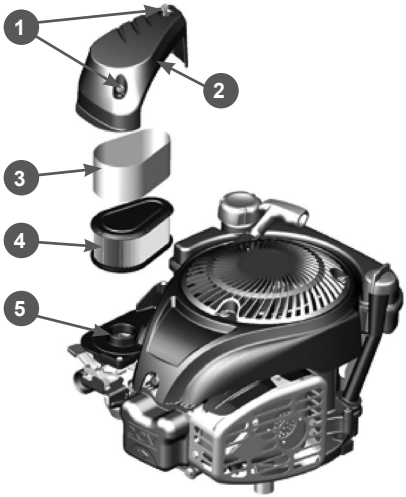

Рис. 14 Обслуживание воздушного фильтра
1. Открутите винты 1 и снимите крышку 2 воздушного фильтра (Рис. 14).
2. Снимите с корпуса 5 воздушный фильтр в сборе (Рис. 14).
3. Снимите поролоновый фильтрующий элемент 3 с основного бумажного элемента 4 (Рис. 14).
7. Очистите корпус 5 и крышку 2 воздушного фильтра от загрязнений, не допуская попадания грязи в воздуховод, ведущий к карбюратору (Рис. 14).